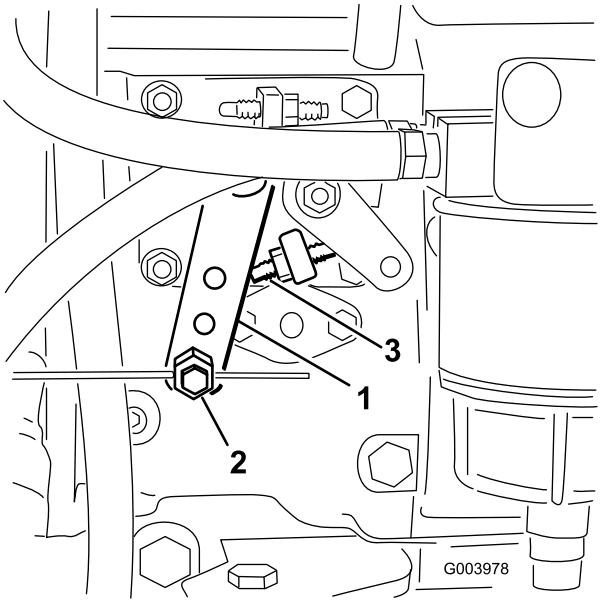

Rysunek 62
2. Poluzuj nakrętkę mocującą linkę przepustnicy do ramienia pompy wtryskowej (Rysunek 62).